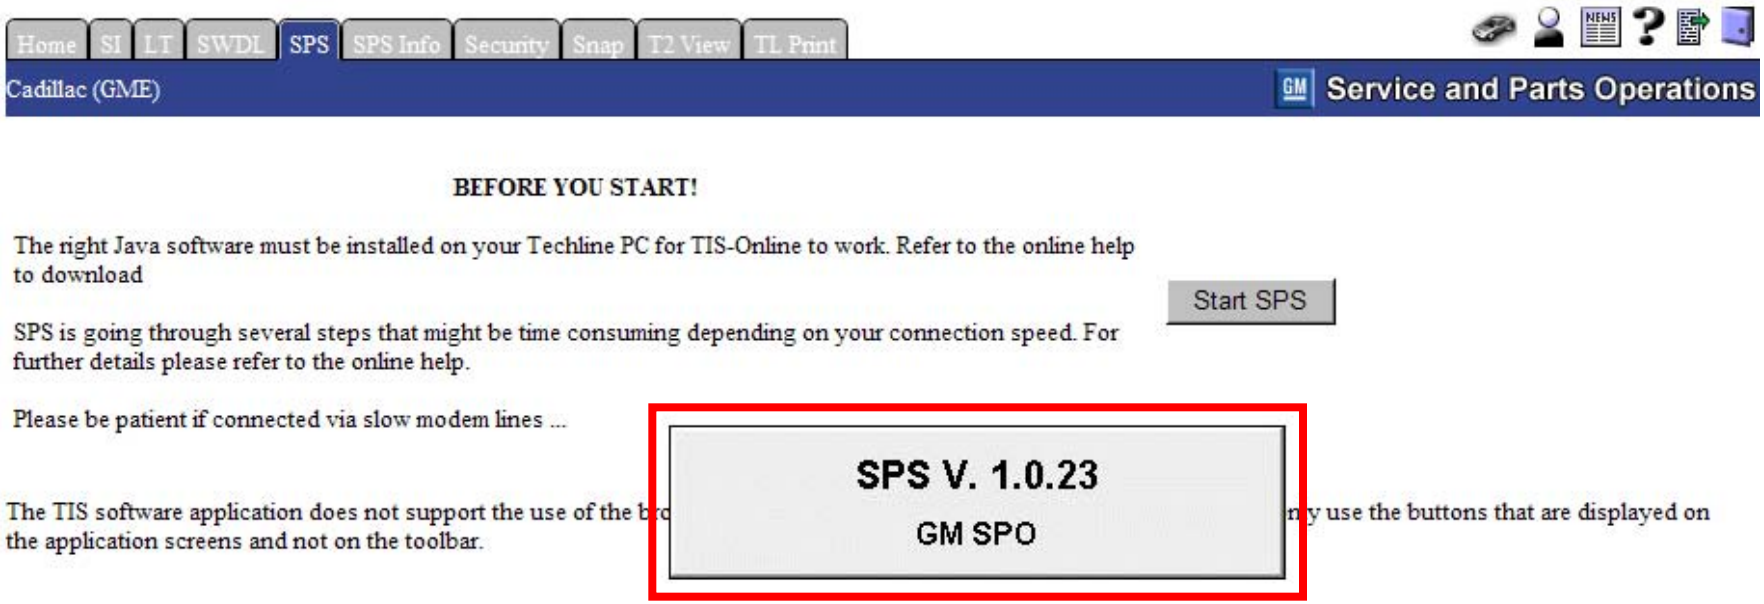

FIGURE IV-9.
- Select Diagnostic Tool (Figure IV-9) J2534 GM MDI.